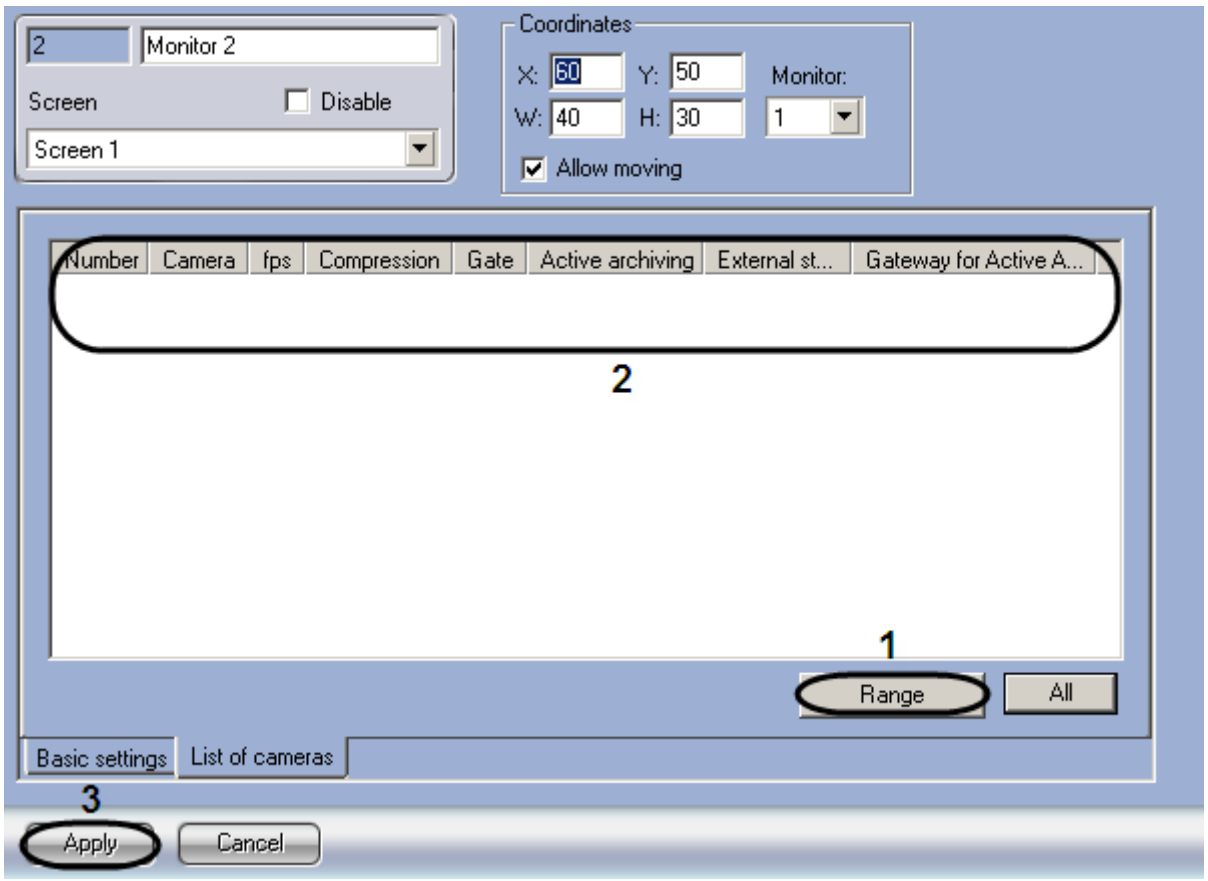

Figure 8.4-43 The "Range" button
2. Click the “Range” button in the “List of cameras” tab (Figure 8.4-43, 1).
17. Set camera settings will be displayed in the “List” table on the settings panel of the “Monitor” object (Figure 8.4-43, 2).
18. To save all the changes click the “Apply” button (Figure 8.4-43, 3).